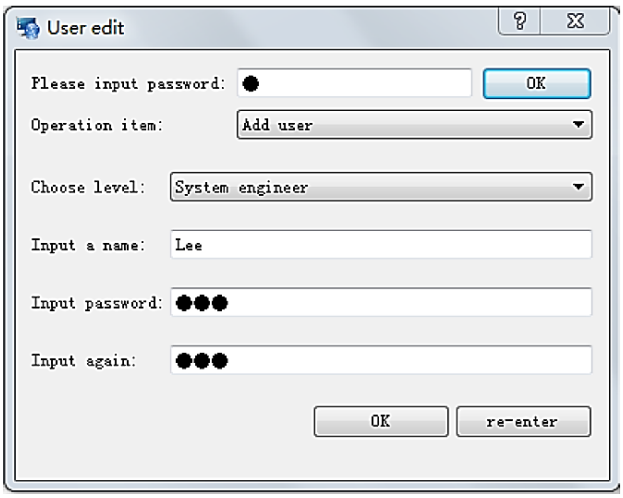

Figure 3-24: user edit
- **User edit:** User edit requires system engineer level at least. As shown in Figure 3-24 user edit. Operation item can be selected the operation that needed, including edit user, add user and delete user.